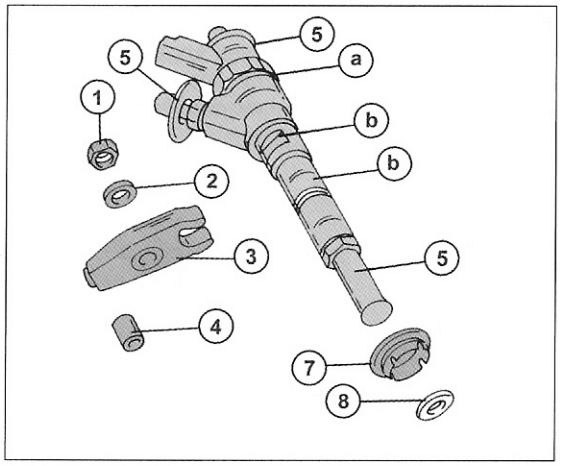

Bild 180
- Die Mutter (1) in Bild 180 abschrauben, die Scheibe (2) abnehmen und das Klemmstück (3) herunternehmen. Die Einspritzdüse (6) herausziehen. Unter der Düse die Dichtringe (7) und (8) und das Distanzstück (4) entfernen. Manchmal sitzt die Düse sehr fest. In diesem Fall die Stiftschraube für das Klemmstück ausschrauben und an der Fläche „b" einen Schlüssel ansetzen und die Düse durch Anheben herausziehen.